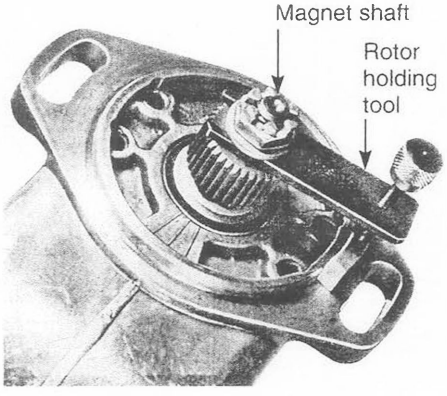

Figure 5-23. *Rotor-holding tool installed on the magnet shaft*
1. Install a rotor-holding tool on the magnet shaft, but do not lock the rotor in place yet. *See* Figure 5-23.